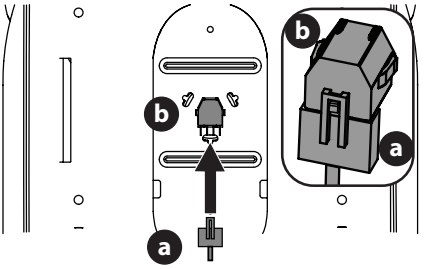

Fig. 7
3. Si es necesario, conecte el arnés de cables del interruptor del asiento (a) al interruptor del asiento (b) (Fig. 7). Sujete el cable sobrante alejado de los puntos de apriete antes de continuar.